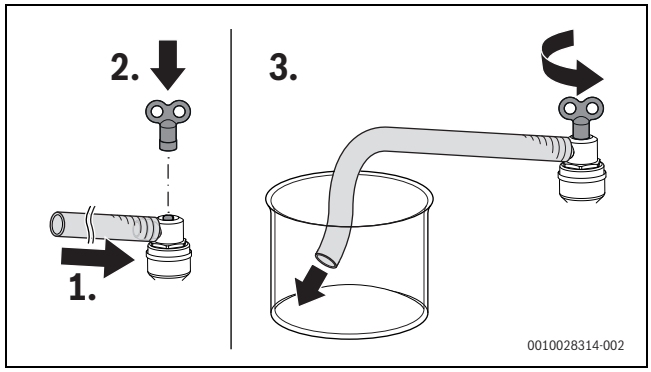

Rys. 120 Odpowietrzanie obiegu c.w.u. i obiegu grzewczego
- ▶ Poprowadzić wąż do naczynia (np. butelki) (→ rys. 120 i rys. 5, str. 10).